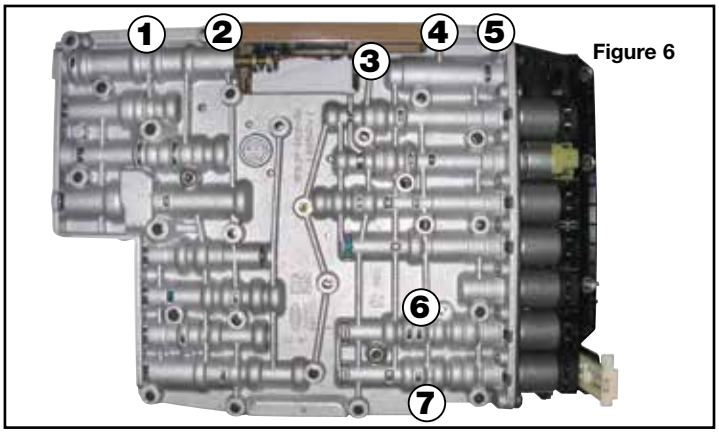

Figure 6
a. Remove seven bolts to remove TCM from valve body (**Figure 6**).